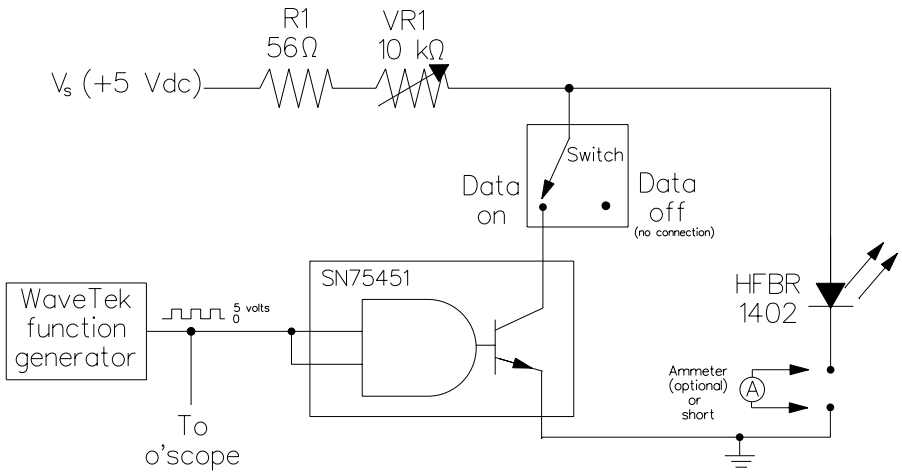

Figure 4: Schematic of digital fiber-optic transmitter.
Figure 4 on the next page shows a digital communications transmitter. Note that the HFBR 1402 LED is used here as well as in the analog circuit. SN75451 is an AND logic gate with an
1. Ensure that the system is set up as in Figs. 4 and 5. Check all meter and test settings.